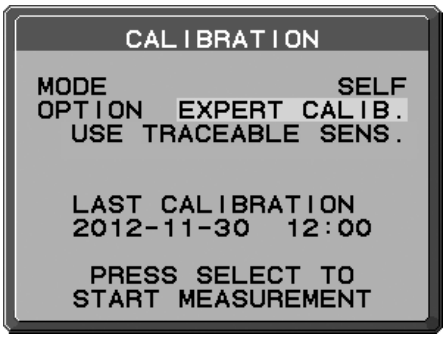

Figure S.1
2. Utilisez les boutons « GAUCHE » ou « DROITE » pour sélectionner le MODE « SELF » (AUTO) (**Figure S.1**). Appuyez sur SELECT pour passer à la section suivante.